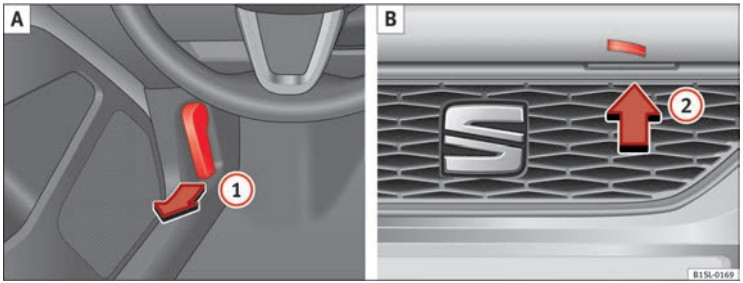

Fig. 112 A: Release lever in the footwell on the driver side B: Release lever on the bonnet
- Pull the release lever (1) in the direction of the arrow ⇒ Fig. 112 **A**. The bonnet is released from the lock carrier by a spring mechanism ⇒ ⚠.
- Lift the bonnet up slightly while pressing the release lever (2) **B** in the direction of the arrow to completely open the bonnet.
- Take out the bonnet support rod from its clip in the direction of the arrow (3) **C** and place it in the corresponding open position (4) **D** (arrow).